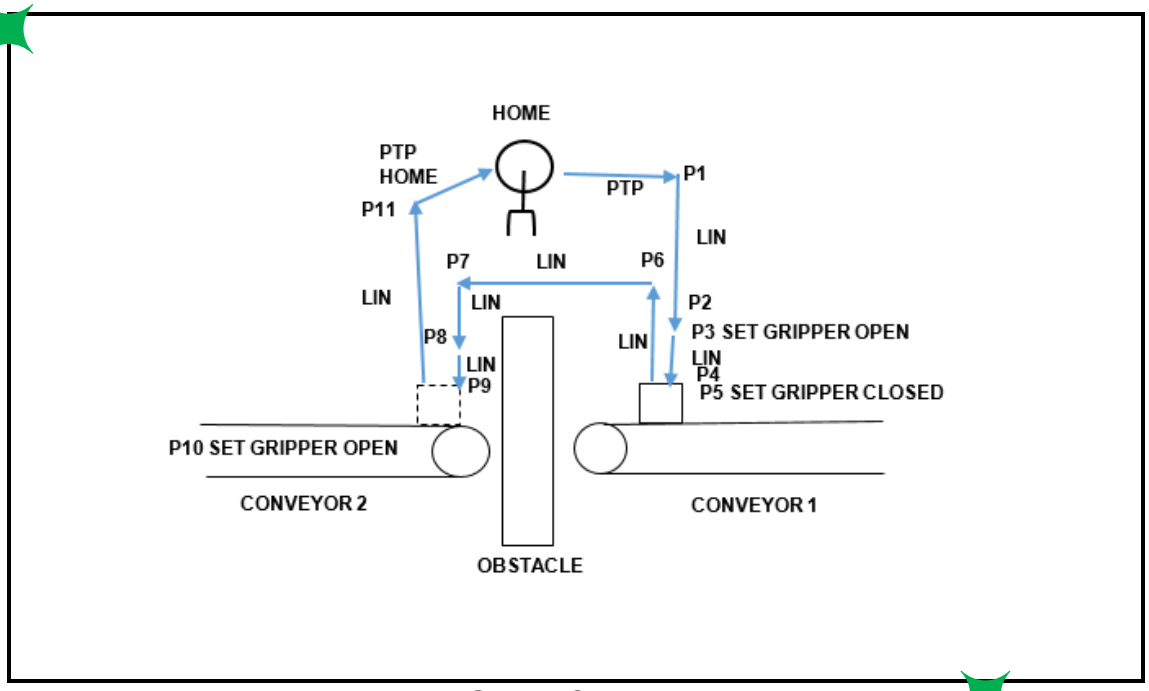

FIGUUR 2 (14)
3.4 Bestudeer die beitelpad in FIGUUR 2. Skryf 'n industriële robotprogram om die uitkomste van die beitelpad te bereik.